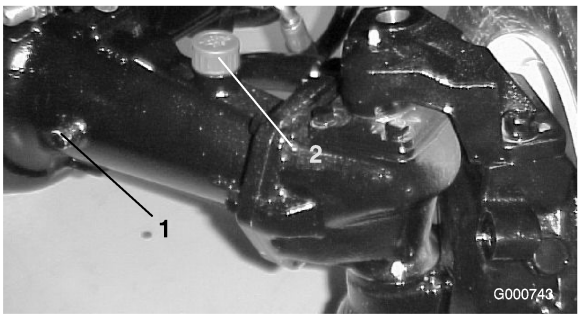

Figur 56
2. Fjern en kontrolprop (Figur 56) fra akslens ene ende, og sørg for, at smøreoliestanden når op til bunden af hullet. Hvis oliestanden er lav, fjernes påfyldningsproppen (Figur 56), og der hældes tilstrækkelig olie på, til den når op til bunden af kontrolprophullerne.